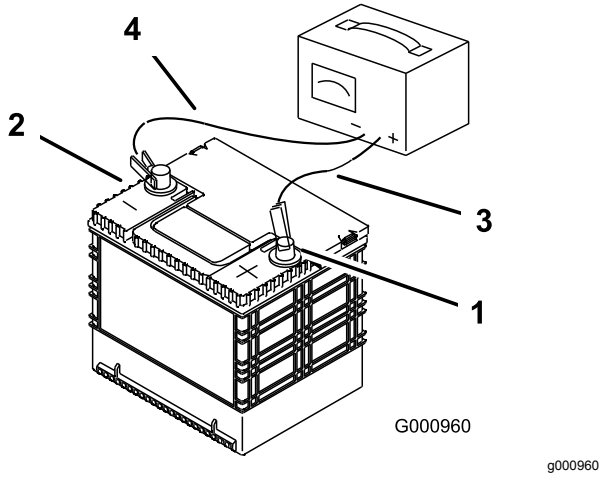

Figur 57
2. Når batteriet er fuldt opladet, skal du tage opladeren ud af stikkontakten og dernæst frakoble opladningskablerne fra batteriets poler (Figur 57).